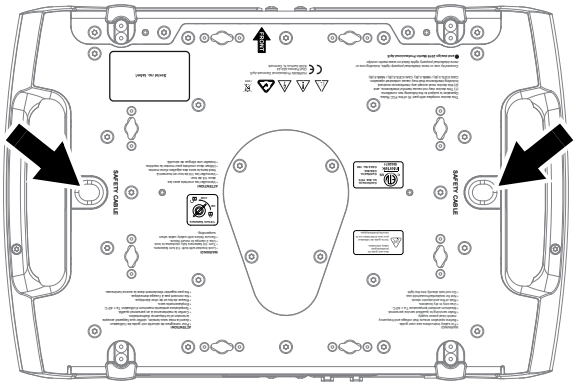

Bild 6: Ankerpunkte des Sicherungsseils
6. Siehe Bild 6. Montieren Sie ein zugelassenes Sicherungsseil, das für das Gewicht des Geräts ausgelegt ist. Führen Sie das Sicherungsseil durch einen der Ankerpunkte an der Basis des Geräts (Pfeil) und durch einen sicheren, zweiten Ankerpunkt. Das Gerät muss zuverlässig gehalten werden, wenn die primären Anschlagmittel versagen. Halten Sie das Sicherungsseil so kurz wie möglich.